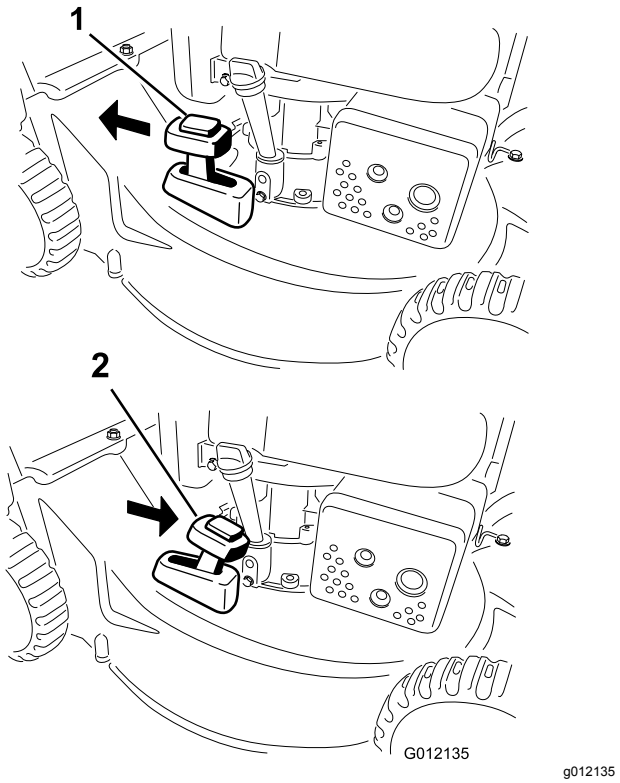

Bild 16
Schieben Sie den Hebel für den zuschaltbaren Grasfangkorb in die RECYCLING-Stellung, um das Schnittgut zu recyceln (Bild 16).
2. Setzen Sie den Fangkorb ein, siehe Montieren des Fangkorbs (Seite 11), und stellen den Hebel für den zuschaltbaren Fangkorb in die BAGGING-Stellung, wie in Bild 16 abgebildet.
Hinweis: Nehmen Sie ggf. den Fangkorb von der Maschine ab, bevor Sie das Schnittgut hinten auswerfen, siehe Entfernen des Fangkorbs (Seite 12). Der Hebel für den zuschaltbaren Fangkorb sollte in der BAGGING-Stellung sein, wie in Bild 16 abgebildet.